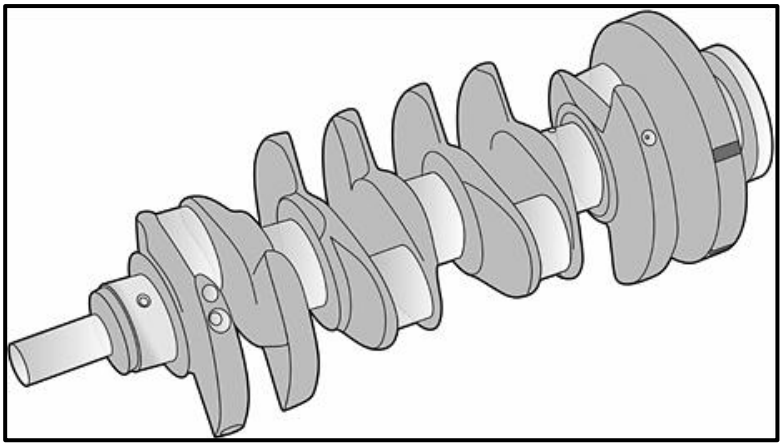

FIGUUR 6.1
6.1 FIGUUR 6.1 hieronder toon 'n onderdeel van 'n viersilinder-inlynenjin. Beantwoord die vrae wat volg.